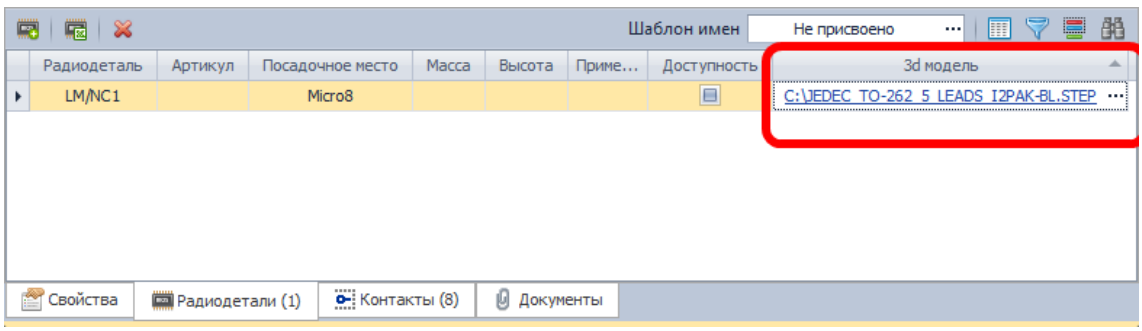

Рис. 309. Внешняя 3d модель задана
4. Выбранная модель будет задана для радиодетали, см. Рис. 309. Для других радиодеталей 3d модель задается аналогично.